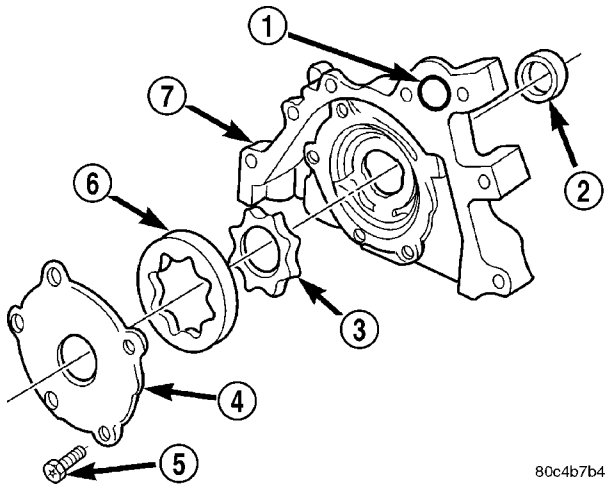

Fig. 98 Oil Pump
(2) Remove oil pump cover fasteners, and lift off cover (Fig. 98).
(3) Remove pump rotors (Fig. 98).
(1) Assemble pump, using new parts as required. **Install the inner rotor with chamfer facing the cast iron oil pump cover.**
(2) Prime oil pump before installation by filling rotor cavity with engine oil.
(3) Install cover and tighten fasteners to 12 N·m (105 in. lbs.) (Fig. 98).